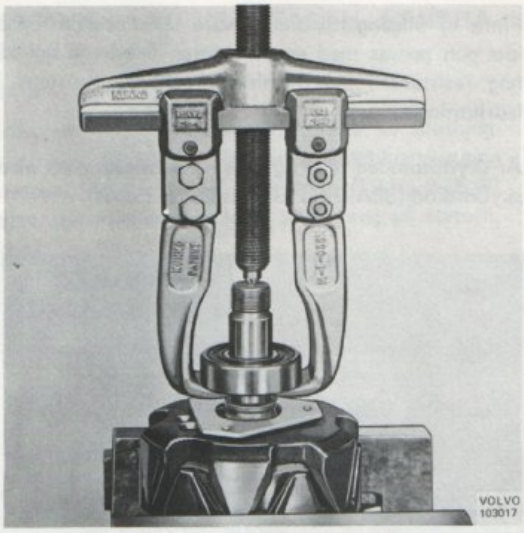

Bild 39. Borttagning av drivlager
2. Dra av lagret med en kloavdragare, bild 39.